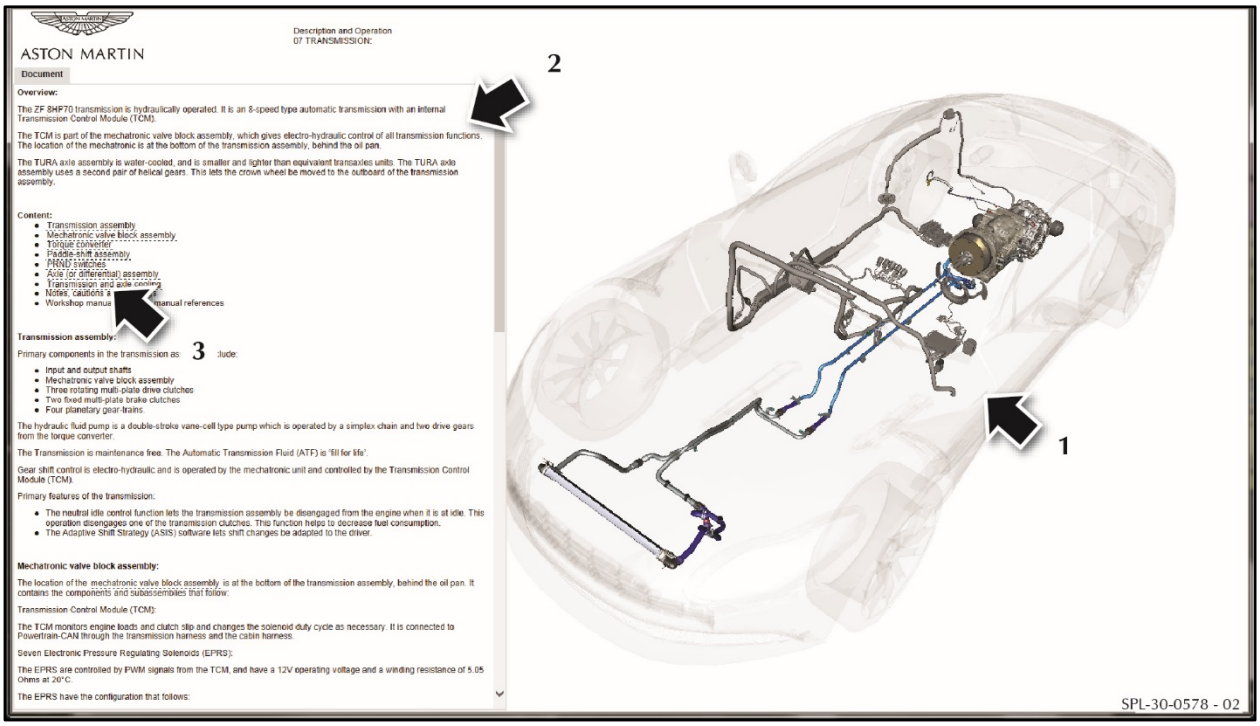

Figure 3
We have now created a separate Description and Operation manual that will give your technicians and other staff important information about the vehicle's components and systems. The new Description and Operation manual is in a similar format to recent Parts Manuals and has 3D interactive content (refer to Figure 3). This exciting new function will let you view a ghosted image of the vehicle (1) that you can rotate and zoom. All of the components in a system are shown with descriptive text at the left (2). Links in the text (3) let you zoom in on a selected part.